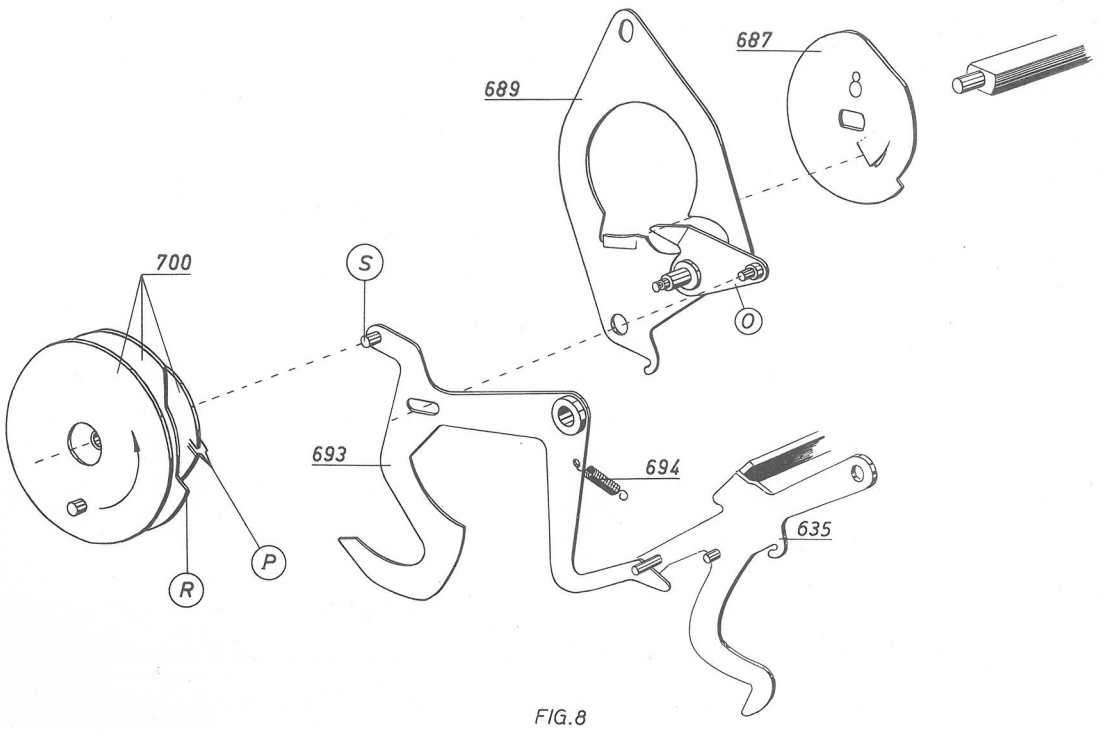

FIG.8
In Ausgangslage ruht der Kupplungshebel (693,Fig.8) mit seinem Zapfen S auf der mittleren Kurve des Treibsegmentes (700).
Ausserdem ist er durch den Zapfen (a,Fig.8) der Startbrücke (635) in seiner Grundlage blockiert. Bei Betätigung einer M-Taste gibt der Zapfen a den Kupplungshebel (693) frei und dieser fällt, durch die Feder (694) gezogen, von der mittleren Scheibe des Treibsegmentes (700) herunter, sobald diese sich zur ersten M-Umdrehung in Pfeilrichtung dreht. Beim Herunterfallen schwenkt der Kupplungshebel (693) das Steuerstück (O,Fig.8), wodurch der Mitnehmer P in die Mitnehmerkurve (687) eingreifen kann und die Einmalwelle (529) der Umdrehung des Treibsegmentes folgt. Bevor das Treibsegment (700) die erste Umdrehung beendet hat, drückt es mit seinem Ansatz R den Kupplungshebel in seine Ausgangslage zurück, wobei auch das Steuerstück O in seine Grundstellung geht und bei weiteren M-Umdrehungen den Mitnehmer P am Einfallen in die Mitnehmerkurve (687) hindert. Mitnehmerkurve und Einmalwelle bleiben bei den folgenden M-Umdrehungen in Grundstellung (daher die Bezeichnung "Einmalwelle").